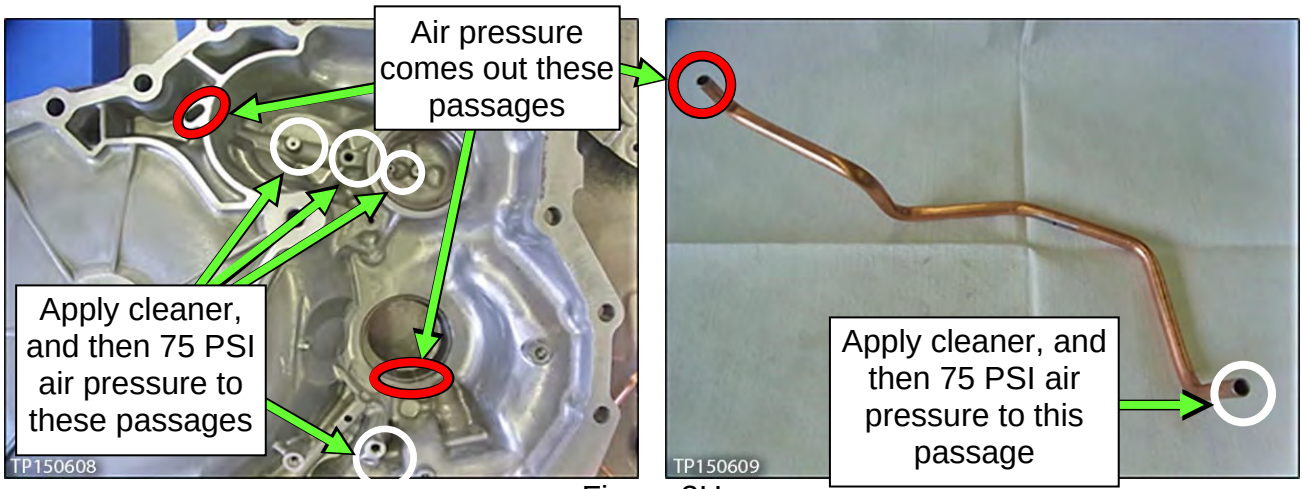

Figure 3H
3. Clean the oil passages of the converter housing, lubrication tube and dummy cover with brake cleaner (or equivalent) where shown in Figures 3H and 4H below.